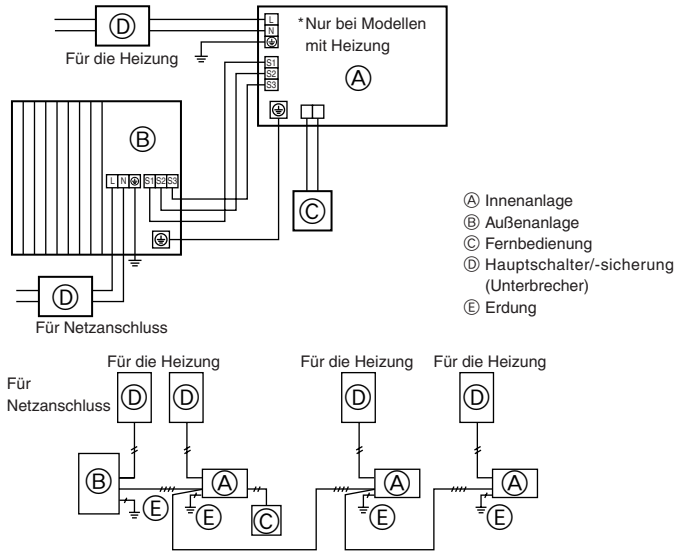
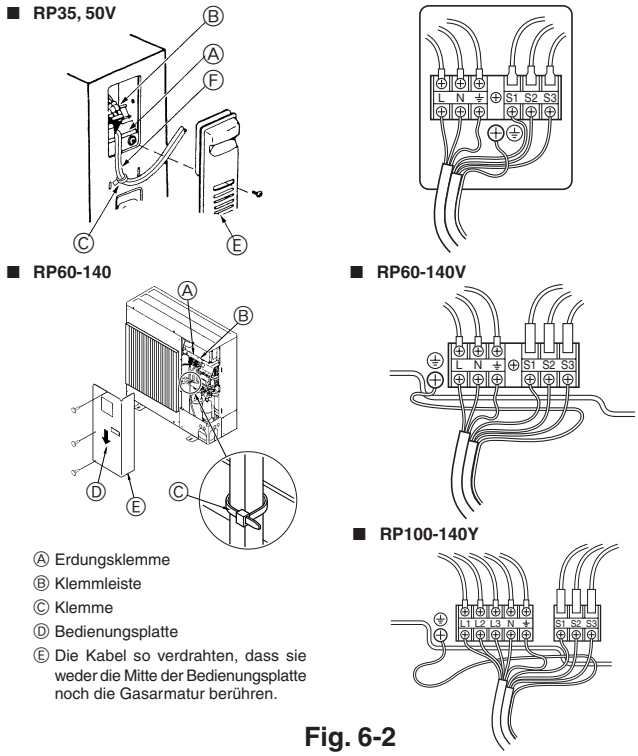

Fig. 6-1
Fig. 6-2
6.1. Außenanlage (Fig. 6-1, Fig. 6-2)
① Die Bedienungsplatte abnehmen.
② Die Kabel gemäß der Abb. 6-1 und der Abb. 6-2 verdrahten.